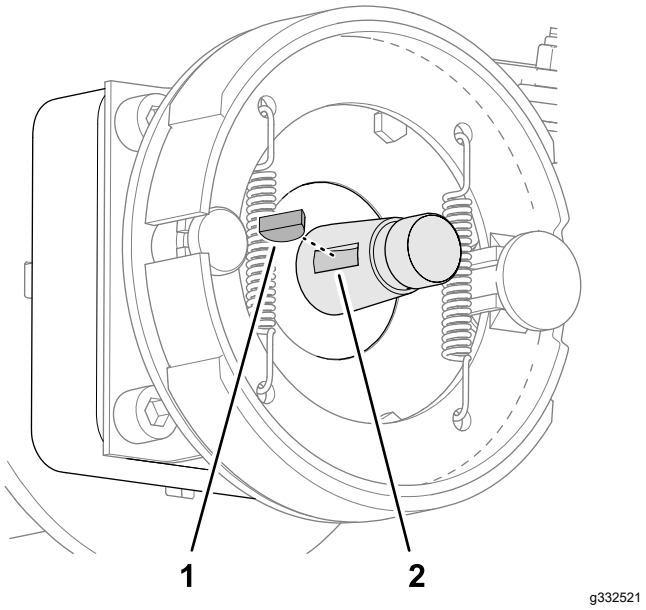

Figuur 65
5. Verwijder de schijfspie van de wielmotoras (Figuur 65).